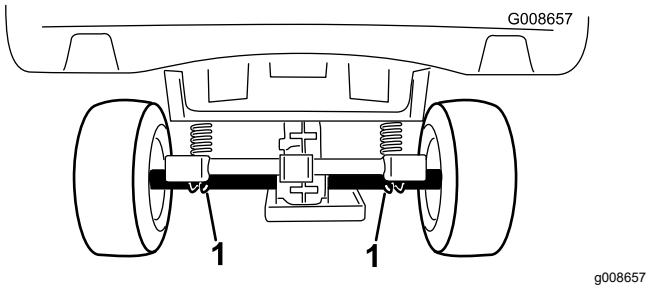

**Figur 21**
- Løftepunktet bak på maskinen er under akselrørene (Figur 21).